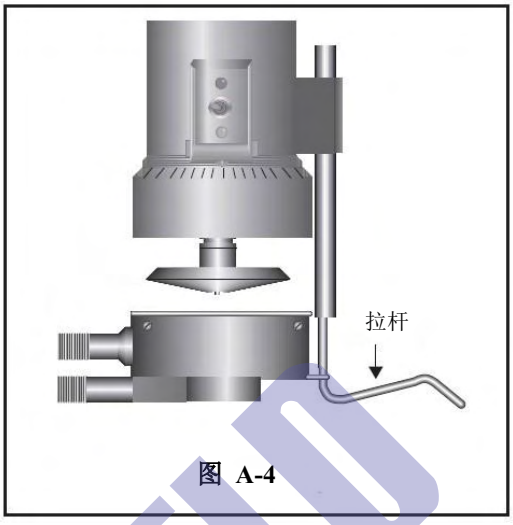

图 A-4
5. 接上样品杯，注意样品杯不要撞到锥形转子（图 A-4），将样品杯对准千分尺调整环，